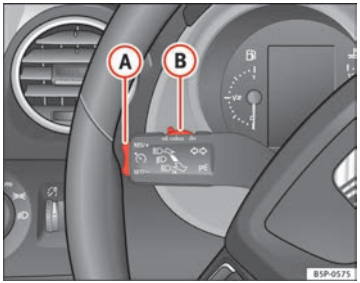

Fig. 151 Turn signal and main beam headlight lever: switch and rocker switch for the cruise control
- when the lever (B) is moved to the position “CANCEL” without reaching the “OFF” position. Once the “CANCEL” operation is completed, the lever is released and returns to its initial position.
To resume the cruise control, release the brake or clutch pedal or reduce the vehicle speed to less than 180 km/h (110 mph) and press once on the upper part of the rocker switch **RES/+** ⇒ Fig. 151 (A).